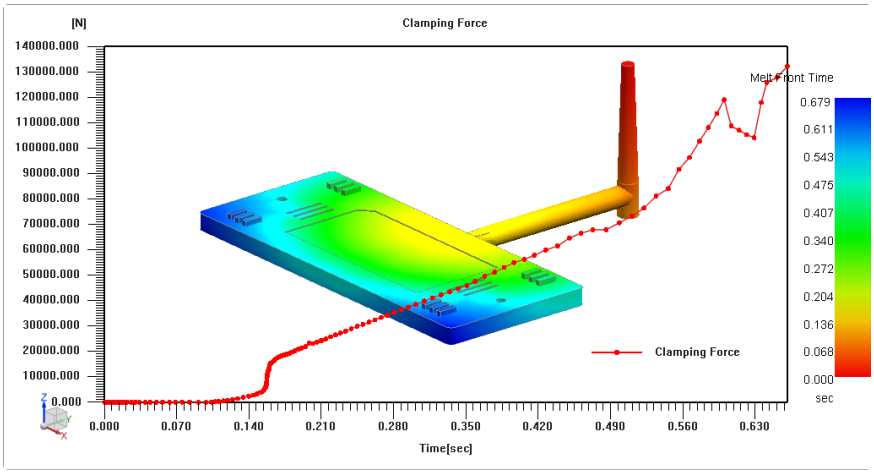

Figure 2-25 *The Clamping Force vs Melt Front Time graph*
9. Select the **XY Plot** check box to activate the **XY Curve Type** drop-down list. In this drop-down list, select the **Clamping Force** option; the resultant graphs are shown in Figures 2-25 through 2-30.